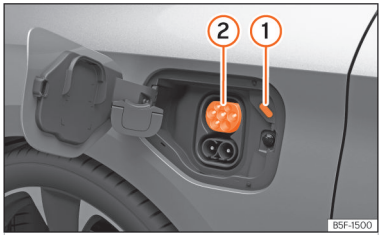

**Fig. 57** Behind the battery charging cover on the front left-hand side: Charging socket
**››› Fig. 57**
The LED (charging process indicator) of the charging socket 1 flashes or flashes white **››› Fig. 57** , **››› page 83**.